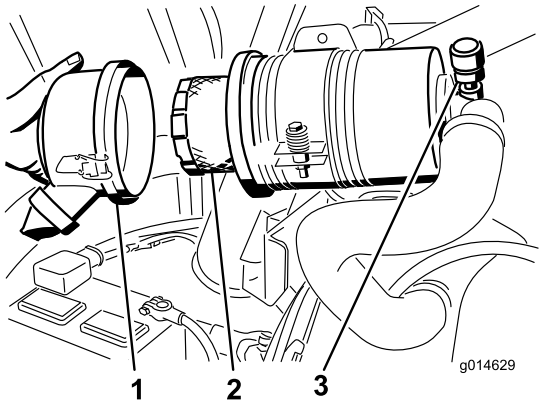

Figura 53
4. Retire y cambie el filtro (Figura 53).